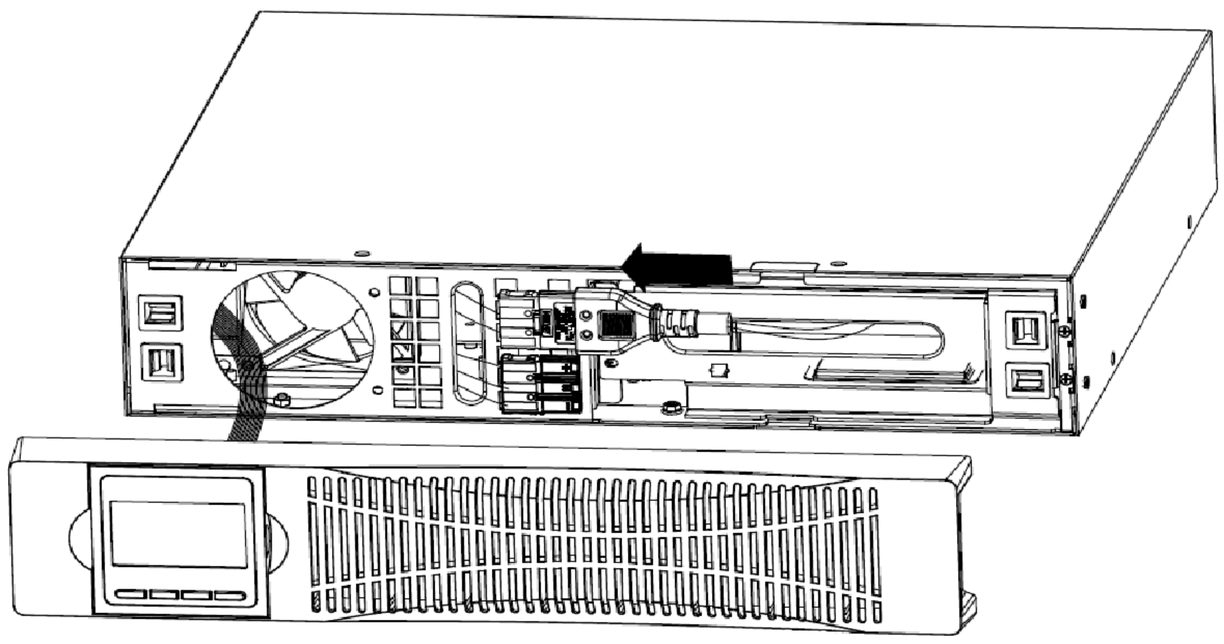

Рис. 13 — Подключение разъема встроенных аккумуляторов
2) Подключение разъема встроенных аккумуляторных батарей (см. Рис.13).